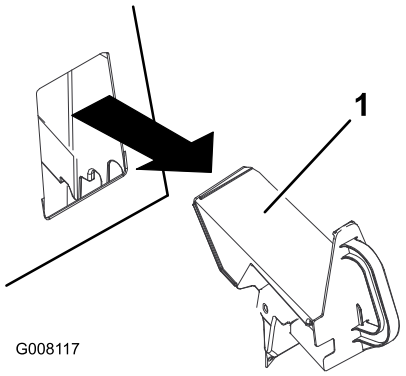

Figur 19
3. Fjern genbrugsdækslet (Figur 19).